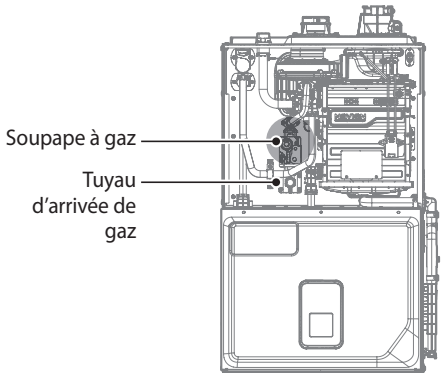

Figure 2. Composants internes des modèles NPF
4. Une fois les composants internes visibles, repérez le conduit d'arrivée du gaz et la soupape à gaz, comme illustré à la Figure 2.